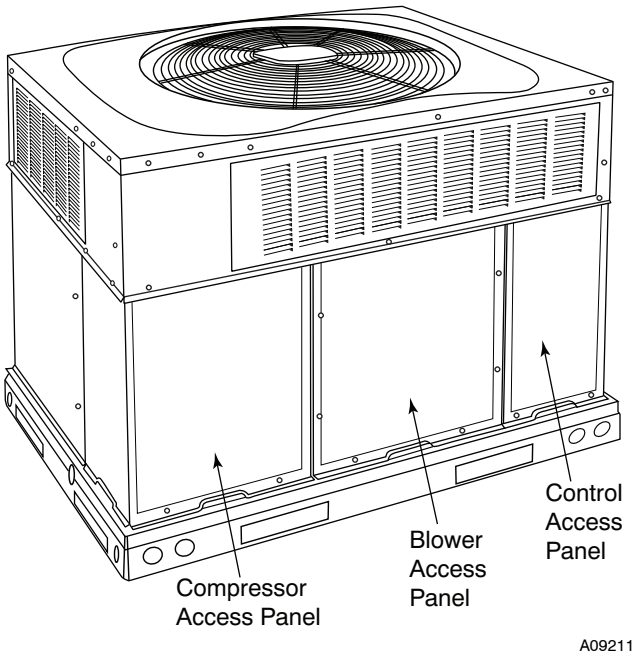

**Fig. 24 - Unit Access Panels**
a. Remove blower access panel (see Fig. 24).
g. Reinstall blower access panel (see Fig. 24).
1. Remove control access panel (See Fig. 24).
Remove blower access panel (see Fig. 24). Limit switch(es) are located on the fan partition.
3. Remove control access panel (See Fig. 24).
Remove access panels (see Fig. 24) to locate all the electrical controls and wiring. Check all electrical connections for tightness. Tighten all screw connections. If any smoky or burned connections are noticed, disassemble the connection, clean all the parts, re-strip the wire end and reassemble the connection properly and securely.